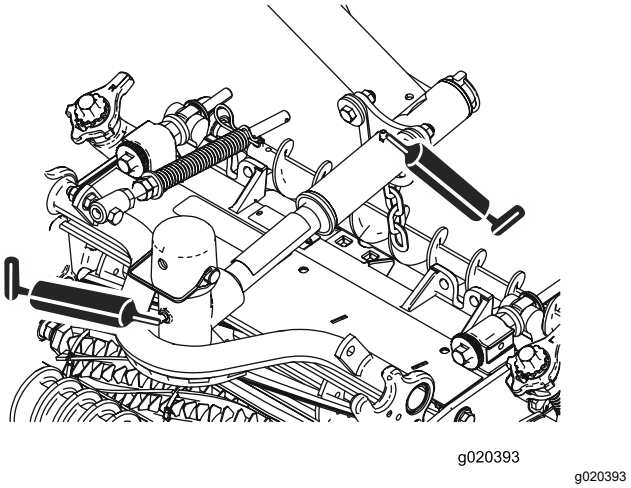

Figur 48
- Klippenhetens svängtappar (2 av varje), se Figur 48.